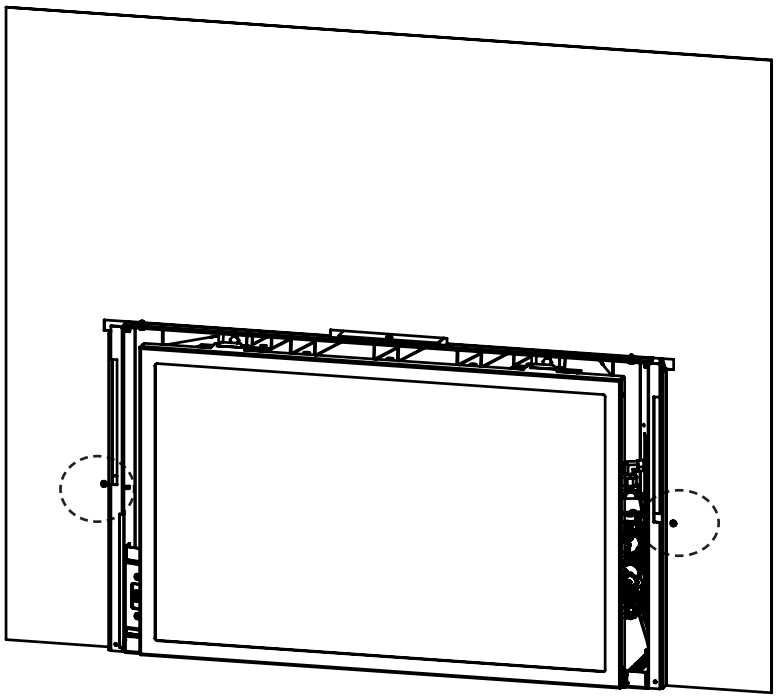

Figure 38: Trimmable Panel Installed
3. Using the remaining hardware attach the Trimmable Panel to the Panel Brackets using a T-20 Torx screwdriver (See Figure 38)